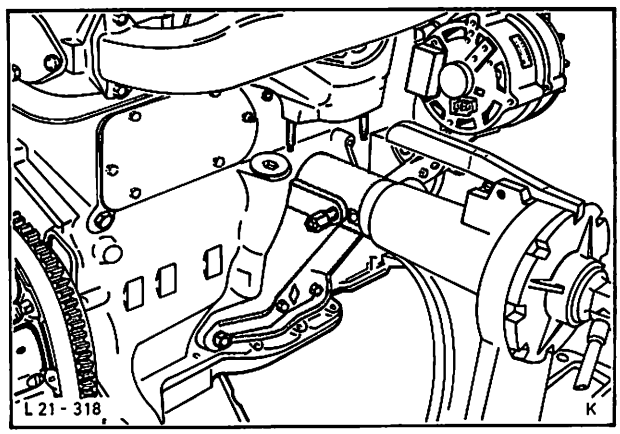

Abb. 37 Motor mit Aufspannvorrichtung am Montageständer befestigen
1. Motor mit Aufspannvorrichtung 21-081 und Universalwelle 21-023 am Montageständer befestigen, Abb. 37.